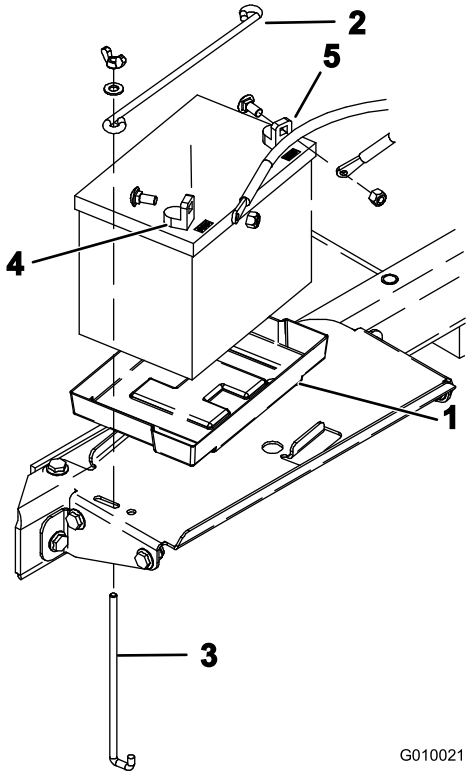

Figur 6
8. Sett inn batteriet i holderen i batterirommet (Figur 6). Plasser batteriet slik at terminalene peker mot utsiden.
9. Fest batteriet til bunnen i rommet med en batteristang, to holdestenger, to flate skiver og to vingemutrer (Figur 6).
10. Fest først den positive kabelen (rød) til den positive (+) batteriterminalen med en låseskrue og mutter (Figur 6), deretter den negative kabelen (svart) til den negative terminalen (–) på batteriet med en låseskrue og mutter (Figur 6). Skyv gummihetten over den positive polen for å forhindre muligheten for kortslutning.